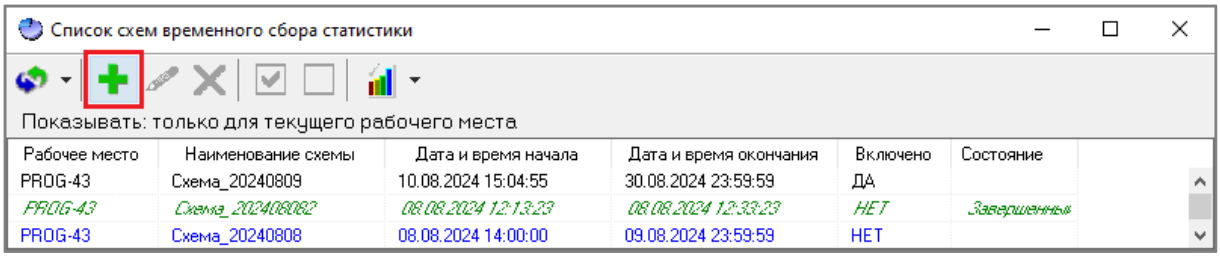

Рисунок 12-113 Создание схемы ВСС через панель инструментов окна "Список схем временного сбора статистики"
– либо нажмите кнопку «Создать схему временного сбора статистики» на панели инструментов (см. п. 12.6.1.1) окна «Список схем временного сбора статистики» (см. Рисунок 12-113);